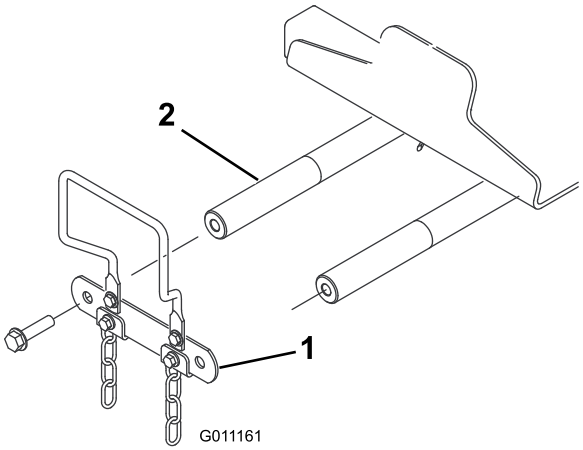

Figuur 13
1. Verwijder de 2 bouten waarmee de draaipuntkoppeling van de hefarm aan de draaipunten is bevestigd en verwijder maar bewaar de draaipuntkoppeling en de bouten (Figuur 13).